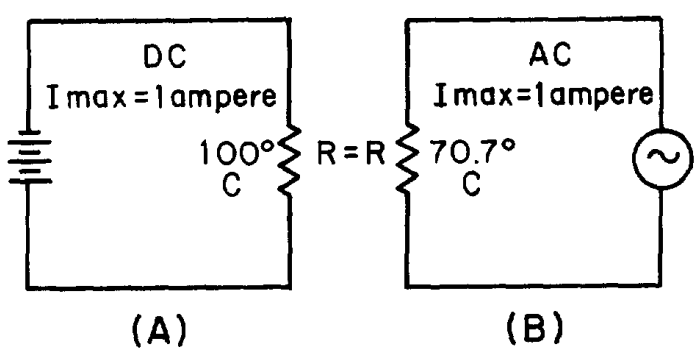

Figure 1-15.—Heating effect of ac and dc.
Figure 1-15 compares the heating effect of 1 ampere of dc to the heating effect of 1 ampere of ac.
Examine views A and B of figure 1-15 and notice that the heat (70.7º C) produced by 1 ampere of alternating current (that is, an ac with a maximum value of 1 ampere) is only 70.7 percent of the heat (100º C) produced by 1 ampere of direct current. Mathematically,
Stated another way, the effective or rms value (I_{eff}) of a sine wave of current is 0.707 times the maximum value of current (I_{max}). Thus, $I_{eff} = 0.707 \times I_{max}$. When I_{eff} is known, you can find I_{max} by using the formula $I_{max} = 1.414 \times I_{eff}$. You might wonder where the constant 1.414 comes from. To find out, examine figure 1-15 again and read the following explanation. Assume that the dc in figure 1-15(A) is maintained at 1 ampere and the resistor temperature at 100º C. Also assume that the ac in figure 1-15(B) is increased until the temperature of the resistor is 100º C. At this point it is found that a maximum ac value of 1.414 amperes is required in order to have the same heating effect as direct current. Therefore, in the ac circuit the maximum current required is 1.414 times the effective current. It is important for you to remember the above relationship and that the effective value (I_{eff}) of any sine wave of current is always 0.707 times the maximum value (I_{max}).